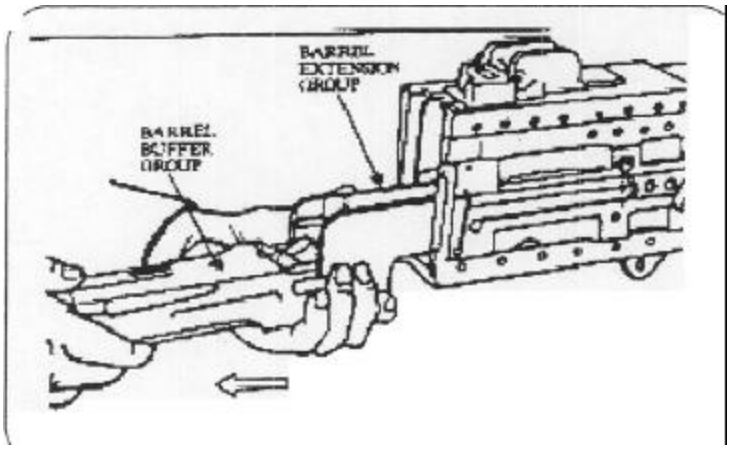

Figure 5, REMOVING THE BARREL BUFFER & BARREL EXTENSION GROUP
(6) *Remove the Barrel Buffer Group and the Barrel Extension Group*. Insert a punch through the hole in the receiver located on the lower back comer of the right side plate. Push in on the barrel buffer body lock spring, while at the same time pushing the barrel extension group and the barrel buffer body group out of the rear of the receiver. Once clear of the receiver, the two groups can be separated by pushing forward on the accelerator tips. (Fig 5)